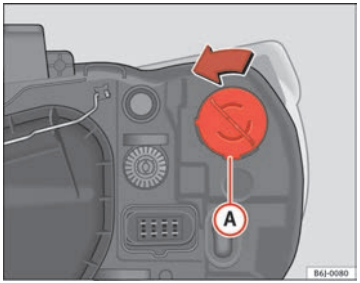

Fig. 137 Single turn signal lamp
- Rotate the bulb holder ⇒ fig. 137 (A) to the left and pull.